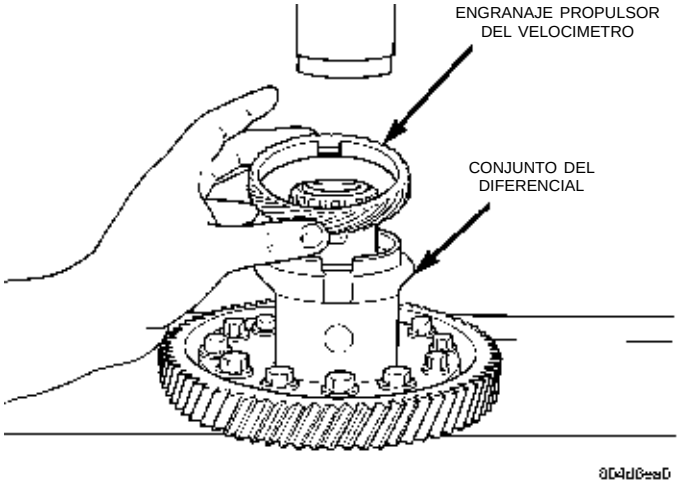

Fig. 105 Engranaje propulsor del velocímetro
(1) Coloque el engranaje propulsor del velocímetro sobre el conjunto del diferencial (Fig. 105).